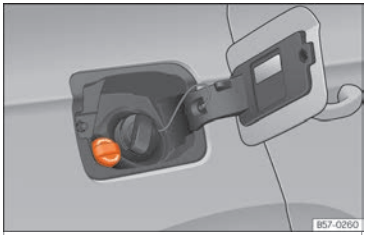

Abb. 306 Verschlussdeckel des AdBlue-Tanks
- Öffnen Sie die Tankklappe ››› Abb. 306.
- Schrauben Sie die Flasche entgegen dem Uhrzeigersinn wieder heraus und ziehen Sie die Flasche vorsichtig heraus ››› ❶.
- Verschlussdeckel SCR-Einfüllstutzen nach links drehen ››› Abb. 306.